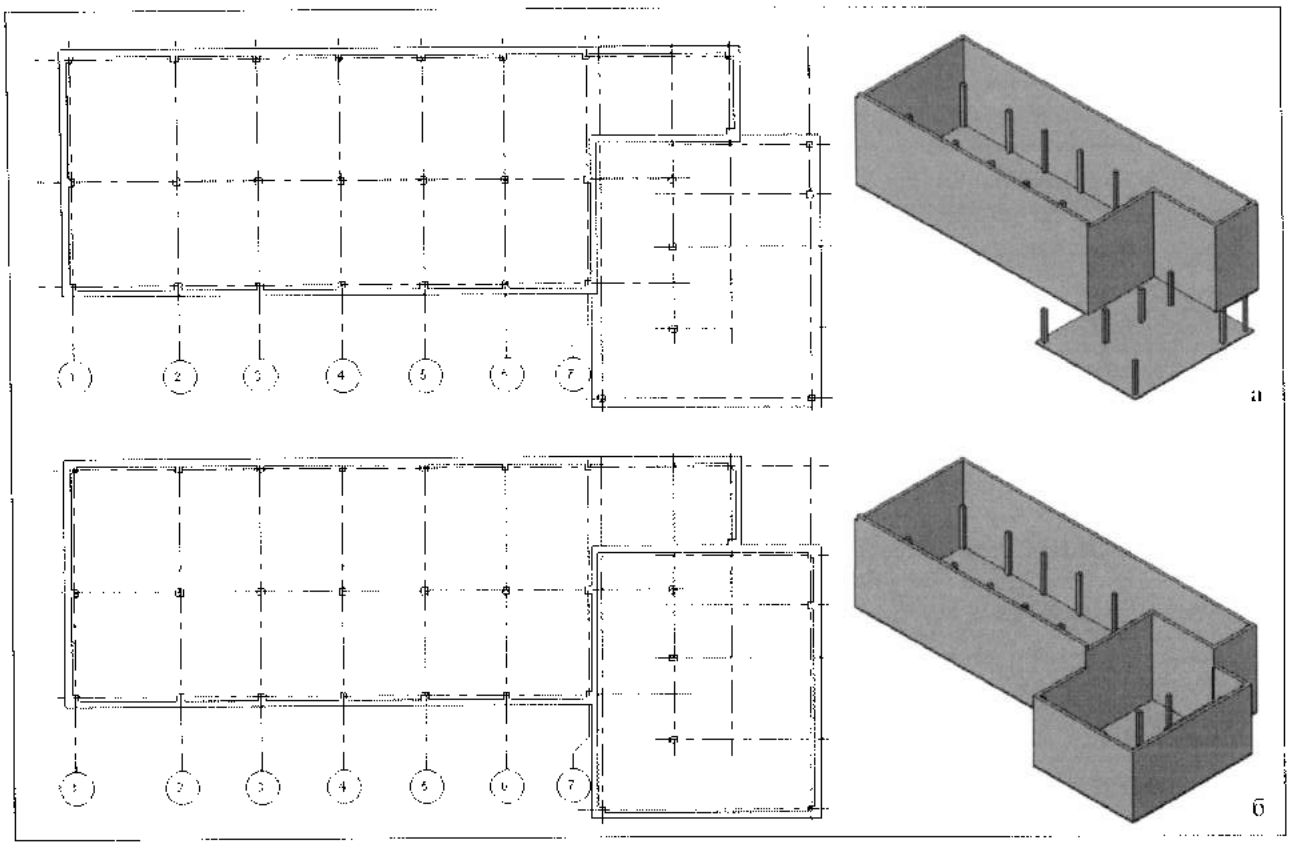

Рис. 21.5. *Установка стен*
6. Пользуясь привязками к узлам сетки (центрам колонн), нарисовать по часовой стрелке контур из стен для левой части здания, как показано на рис. 21.5,а.
8. Повторить пункты 1–6 для создания стен в правой части здания, как показано на рис. 21.5,б.